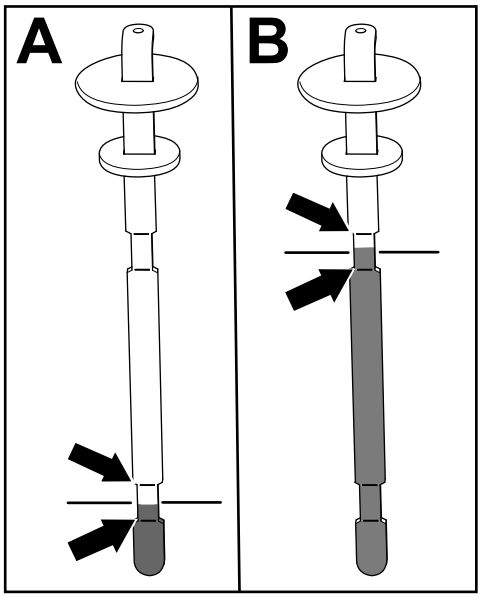

Figur 82
5. Ta bort oljestickan och kontrollera oljenivån (Figur 82).
- **Vid förekomst av klippenhet:** hydraulvätskenivån är lämplig när vätskan ligger mellan de två nedre markeringarna på oljestickan (A i Figur 82). Det är också acceptabelt att vätskenivån ligger över de lägre markeringarna.
- **Vid förekomst av slangsats för hydrauldrivet redskap:** hydraulvätskenivån är lämplig när vätskan ligger mellan de två övre markeringarna på oljestickan (B i Figur 82).